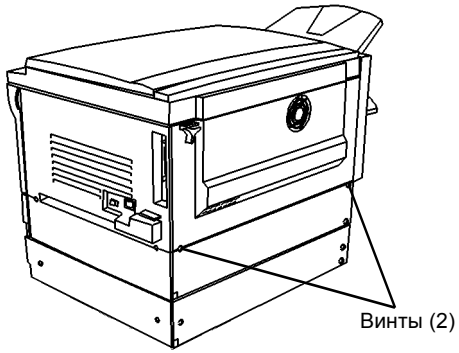

Рисунок 1 Снятие задней крышки
1. Поддерживая заднюю крышку, отверните винты (Рисунок 1).